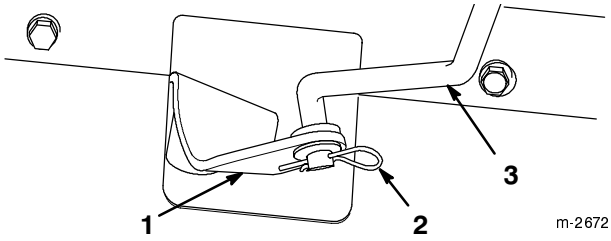
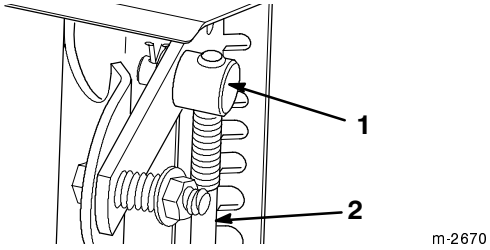

Figur 5
Figur 6
1. Dra växelväljararmen (figur 5) till dess yttersta läge.
3. Vrid växelväljarstången i skruvleden (figur 6) tills stångens nedre ände glider i hålet i växelväljararmen (figur 5).
4. Sätt i växelväljarstången i väljararmen, trä på en planbricka på stången och fäst med en saxpinne (figur 5).